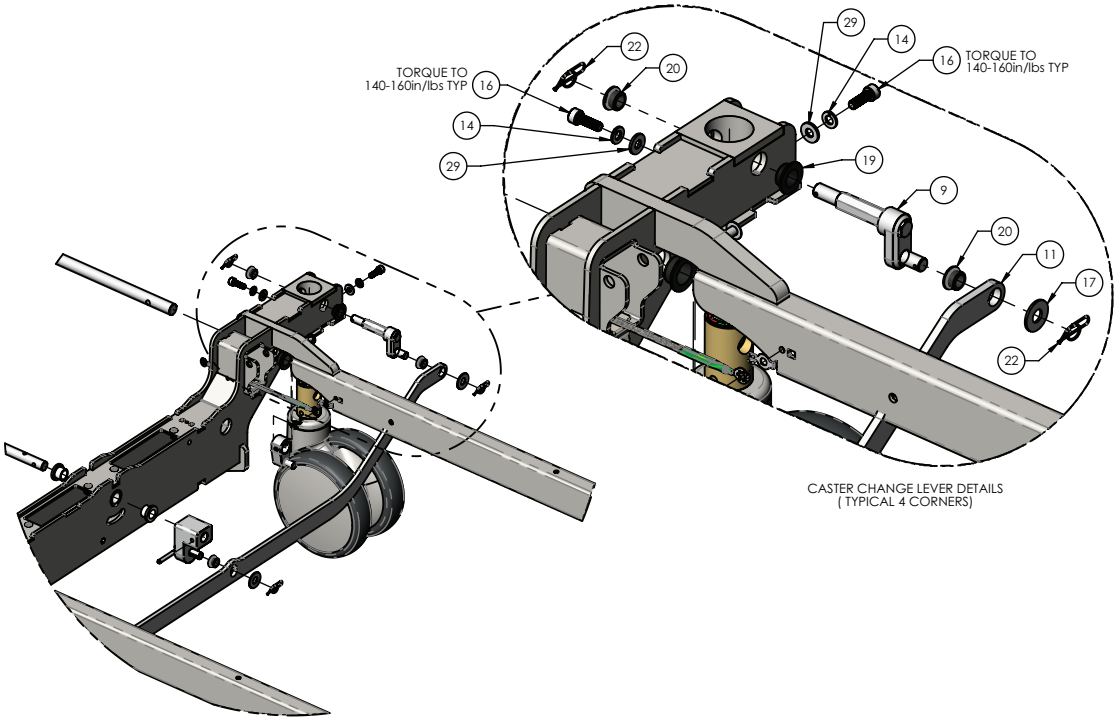

Figure 4 – Remplacement des roulettes
7. À l'aide d'un tournevis hexagonal de 5 mm, retirer et conserver les vis de roulette (16), les rondelles d'arrêt (14) et les rondelles plates (29) (Figure 4). Retirer et jeter la roulette.